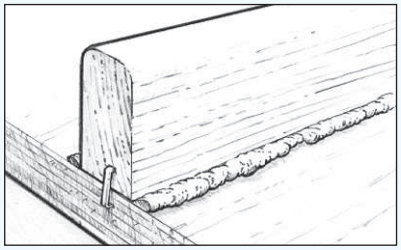

Figur 11 Fixera komponenten innan epoxins gelningsfas är över.
3. Fixera komponenterna. Använd tvingar vid behov för att hålla komponenterna på plats. Använd måttligt tryck med skruvtvingar så att endast lite lim kläms ur fogen, vilket gör att limmet fäster på bägge ytorna *(Figur 11)*. Om för högt tryck används kan för mycket epoxi klämmas ut ur fogen och lämna fogen limfattig.